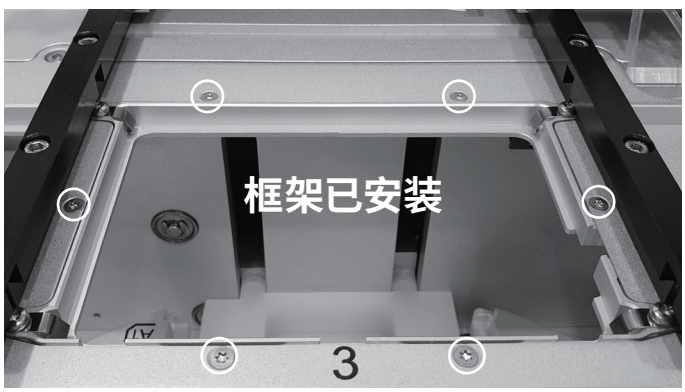

图 68. 在孔板/支架框架就位的情况下，可以将萃取板/支架装载到位置 **3**，并运行除 DFE 以外的任何方法。
2. 使用 T10 梅花螺丝刀拆除位置 **3** 的孔板/支架框架。拧下六颗螺丝的同时保持框架在原位 (请参阅图 68)。
2. 使用六颗螺丝和一把 T10 梅花螺丝刀将孔板/支架框架安装在位置 **3**；请参阅图 68。
5. 在 **Confirm Plate/Rack Frame** 对话框中，按 **OK**，确认孔板/支架框架就位 (请参阅图 68)。